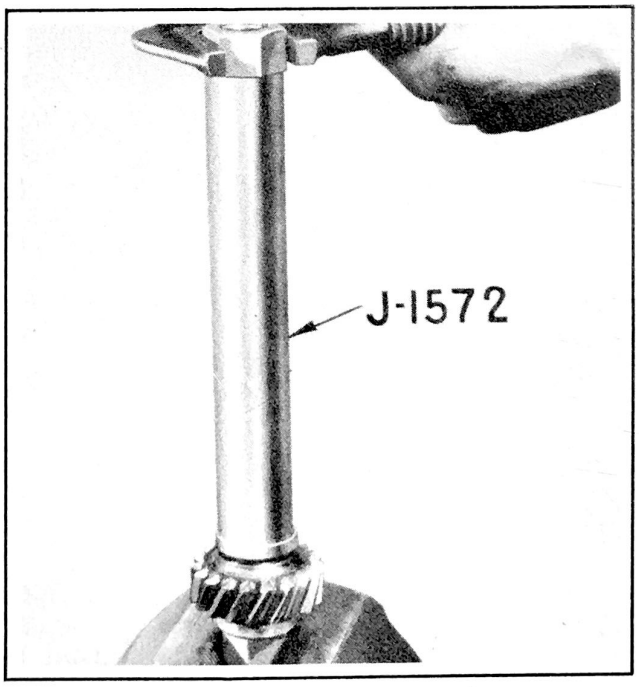

Figure 240 - Installing Reverse Idler Gear Bushing With Tool J-1572
46. Place bushing in position in gear, install Bushing Replacer J 1572 with long sleeve through bushing and press bushing into gear. See Fig. 240.